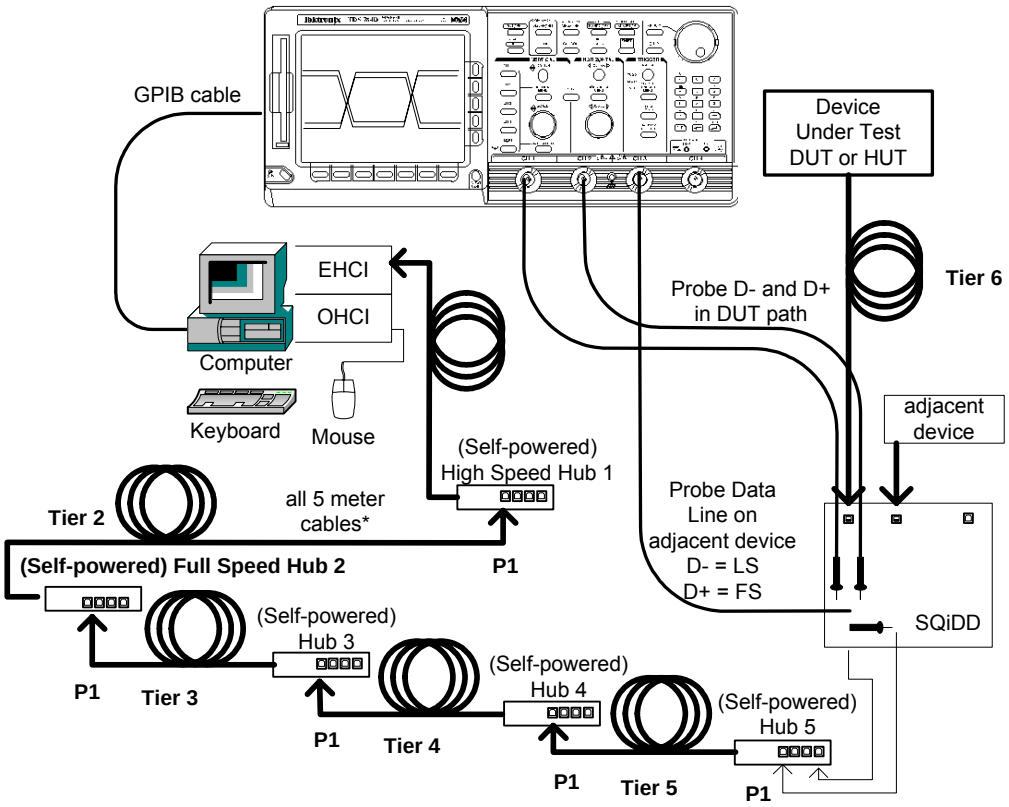

**Figure B-11: device and hub upstream signaling test and receiver test schematic**
6. Attach the HS Hubs to the EHCI controller as shown in Figure B-11. Hub #1 is required to be a High Speed Hub for USBHSET to work properly. Hub #2 is required to be a Full Speed Hub to ensure the DUT/HUT operates at Full Speed when testing a High Speed capable device. Each hub below Hub #1 should be attached to port 1 of the upstream hub, with the exception of the HUT, if testing a hub. This will make it easier to identify the device under test from the enumerated device list provided by HSET. Verify in Device Manager that all hubs enumerate properly.
13. When the Device Test screen appears, click the enumerate button. This forces a complete enumeration of the tree. All devices attached to the EHCI host controller should appear in the device enumeration list. If the tree is connected as shown in figure B-11, the DUT/HUT will appear at the bottom of the enumeration list as shown below.